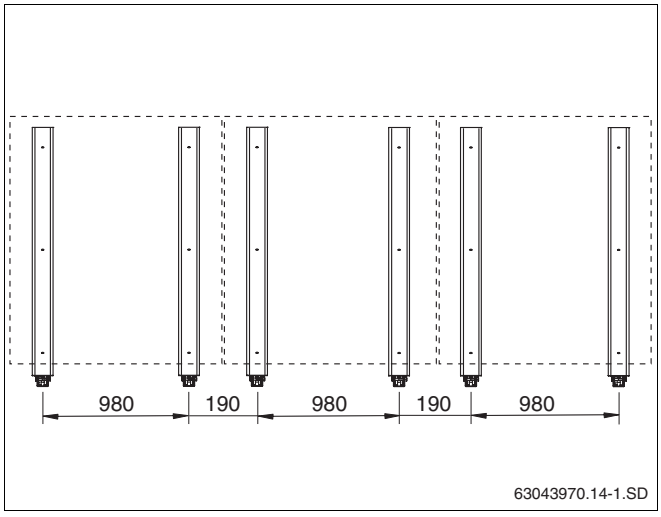

Rys. 25 Wykonanie w przypadku obciążeń maksymalnych, 3 kolektory pionowe
5.2.2 Wykonanie w przypadku obciążeń maksymalnych (akcesoria, rys. 25)